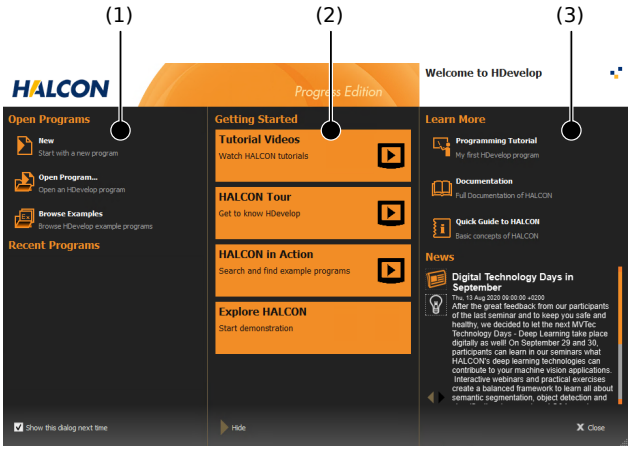

Figure 2.1: Start dialog.
The example program "Explore the Power of HALCON" demonstrates many different capabilities of HALCON in one program. It can be started from the start dialog, see figure 2.1 on page 16 (2). Running this program is highly recommended to get a good overview of the many application areas of HALCON.